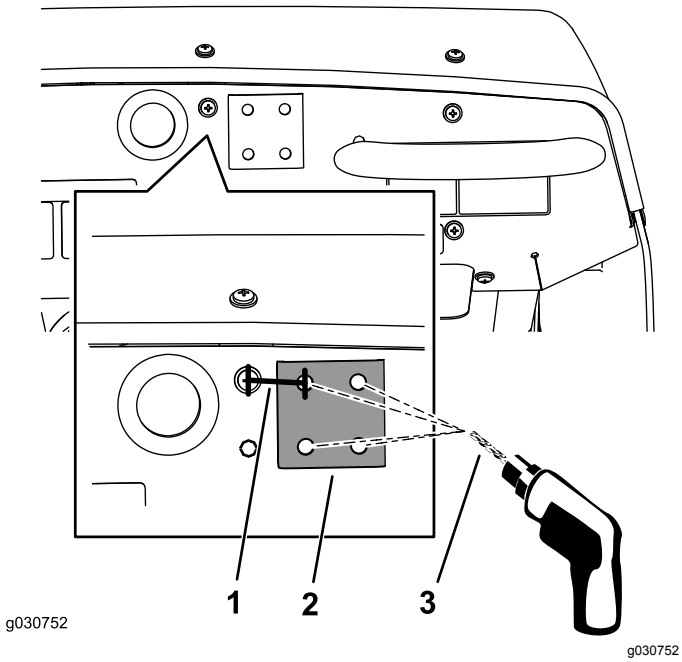

Figur 157
1. På maskinens instrumentbräda letar du reda på skruven till höger om hålhylsan i instrumentbrädan (Figur 157).
2. Mät upp 33,3 mm åt höger från mitten på skruven och markera med ett lodrätt streck med en blyertspenna (Figur 157).
5. Borra i instrumentbrädan vid markeringen med ett 8 mm-borrskär (Figur 157).
7. Rikta in förstärkningsplattan vågrätt mot ovansidan av instrumentbrädan, och använd förstärkningsplattan som mall när du borrar de resterande tre hålen i instrumentbrädan (Figur 157).